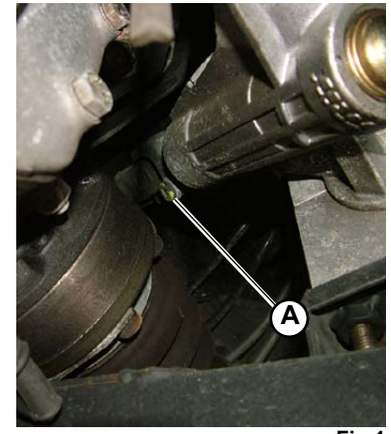

Fig.1
2. Tighten the fixing screw (**A-Fig. 1**) between the steering box and steering wheel (or cross member): **tightening torque (000800-17b)**